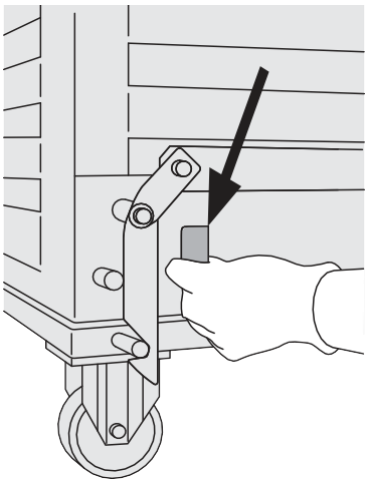

Bild 6.2.5
• 6.2.6 Drehen Sie die Sicherheitsnadel **(Bild 6.2.5)**.